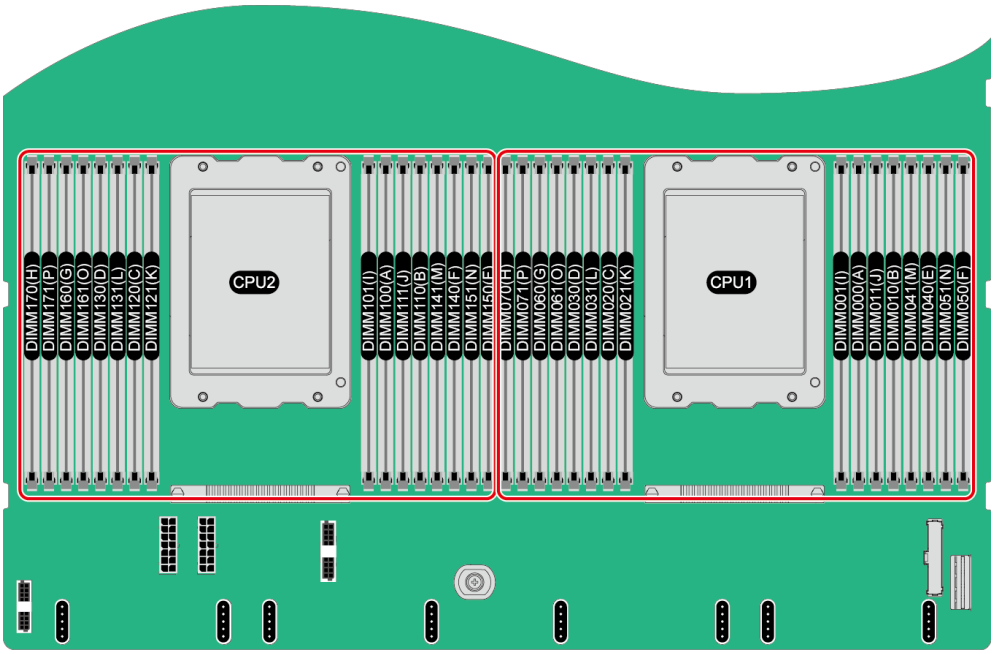

图 6-1 DIMM 安装位置
- 每个处理器有 16 个 DDR4 DIMM 接口，集成 8 个内存通道，内存通道组成如表 6-2 所示。内存安装位置如图 6-1 所示。